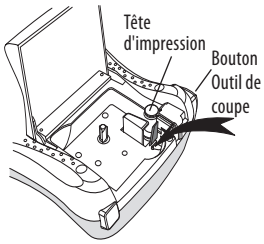

Figure 6
2. Appuyez sur le bouton de découpe et maintenez-le enfoncé pour faire apparaître la lame. Voir figure 6.
3. Essuyez avec précaution le côté rembourré de l'outil se trouvant dans la tête d´impression. Voir figure 6.